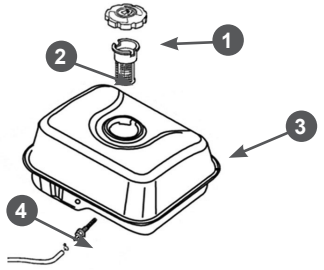

Рис. 29 Топливные фильтры
В топливном баке установлены два сетчатых топливных фильтра. Один фильтр устанавливается в заливной горловине топливного бака. Второй фильтр конструктивно объединен со штуцером топливного бака и установлен внутри бака (Рис. 29).
Через каждые 300 часов работы необходимо производить очистку топливного бака от грязи и конденсата. Одновременно с очисткой топливного бака необходимо проверять и очищать фильтр 4, установленный внутри бака (Рис. 29). Поврежденный или сильно загрязненный фильтр необходимо заменить.
3. Выкрутите из топливного бака выходной штуцер 4 и произведите его очистку (Рис. 29). Внимательно осмотрите сетчатый фильтр. При обнаружении механических повреждений замените штуцер топливного бака.